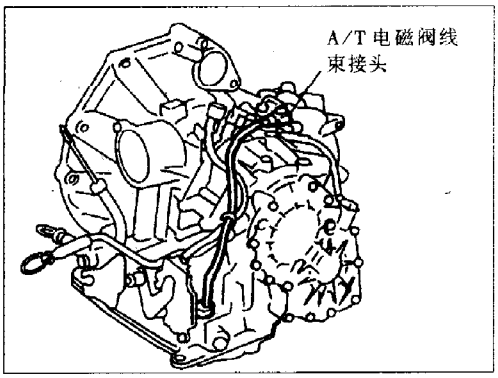

图 5－3－1
c. 拆除 A/T 电磁阀线束接头，见图 5－3－1。
d. 见图 5－3－2，拆卸终端线缆总成线束端子壳体的止动环。